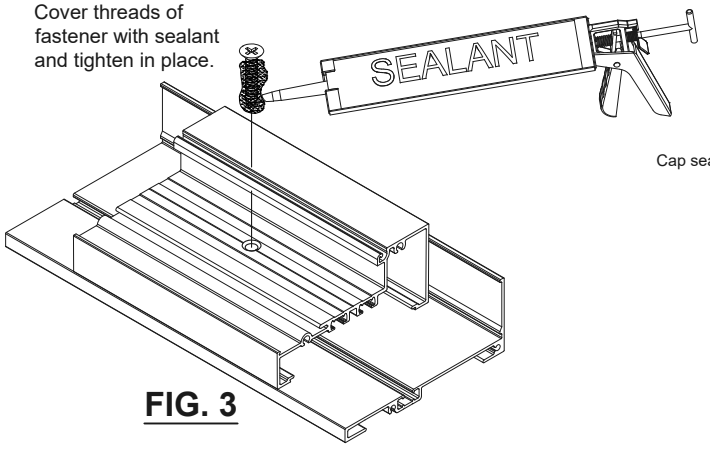

FIG. 3
K. Apply sealant to threads of fastener and secure frame to sill flashing. See **Fig. 3**.